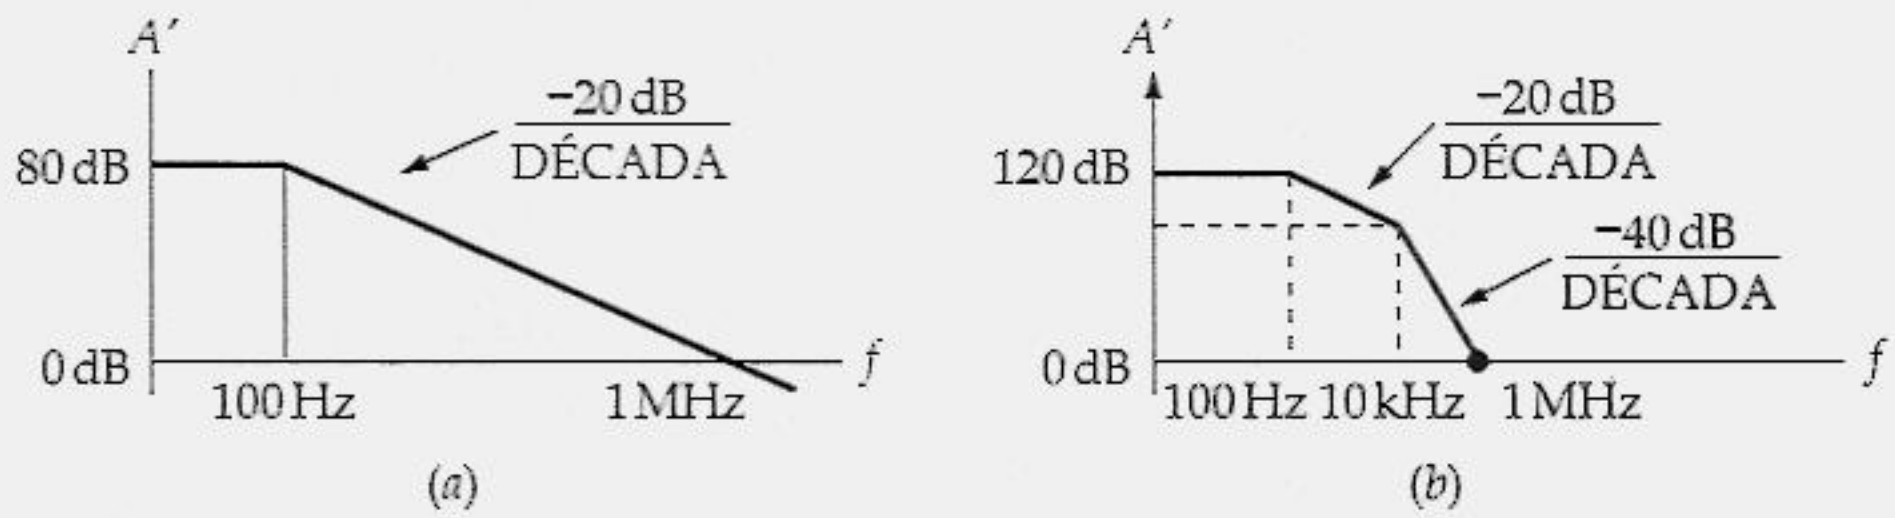

Figura 16.41
16.42 Na Figura 16.41*a*, qual o ganho de tensão em decibel na banda média? Qual a largura da banda? Qual o ganho de tensão em decibel quando f = 10 kHz?
16.43 Na Figura 16.41*b*, o ganho de tensão se muda de inclinação uma segunda vez e diminui a uma taxa de – 40 dB por década acima de 10 kHz. Qual o ganho de tensão em decibel a 100 kHz? E a 1 MHz?